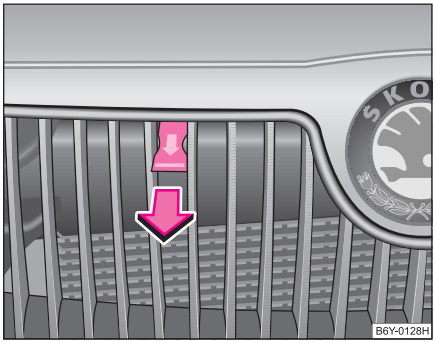

Fig. 135 Grilajul radiatorului: Mâner
– Trageți mânerul ⇒ pagina 181, fig. 135, capota motorului se va debloca.